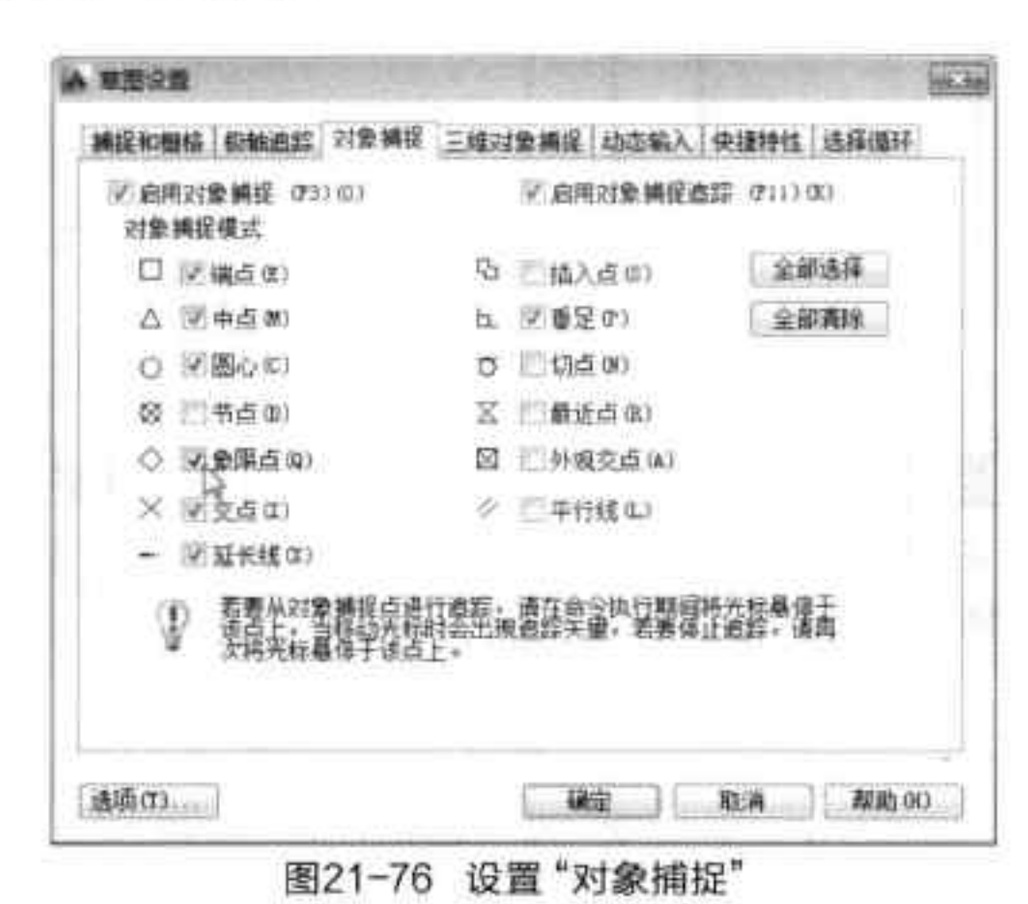

图21-76 设置“对象捕捉”
Step 35 在状态栏中右击“对象捕捉”按钮，在快捷菜单中选择“设置”选项，打开“草图设置”对话框，勾选“象限点”和“中点”复选框，如图 21-76 所示。